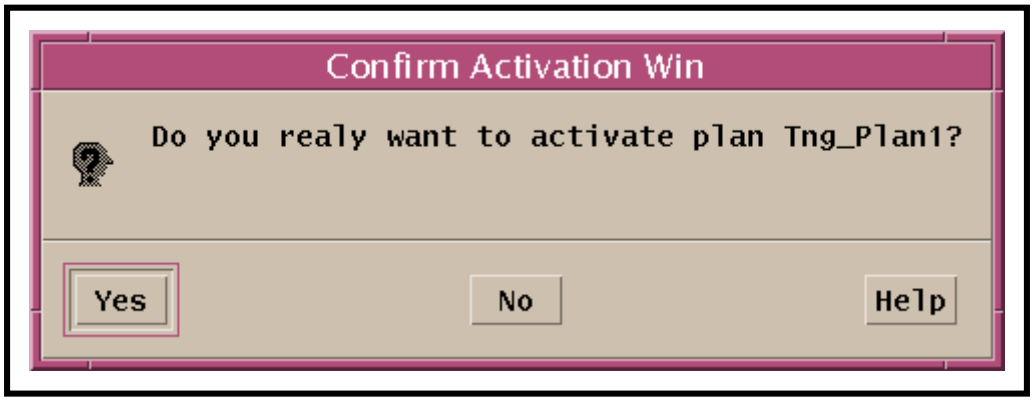

Figure 47. Confirm Activation Dialogue Box
- A **Confirm Activation** dialogue box (Figure 47) is displayed.